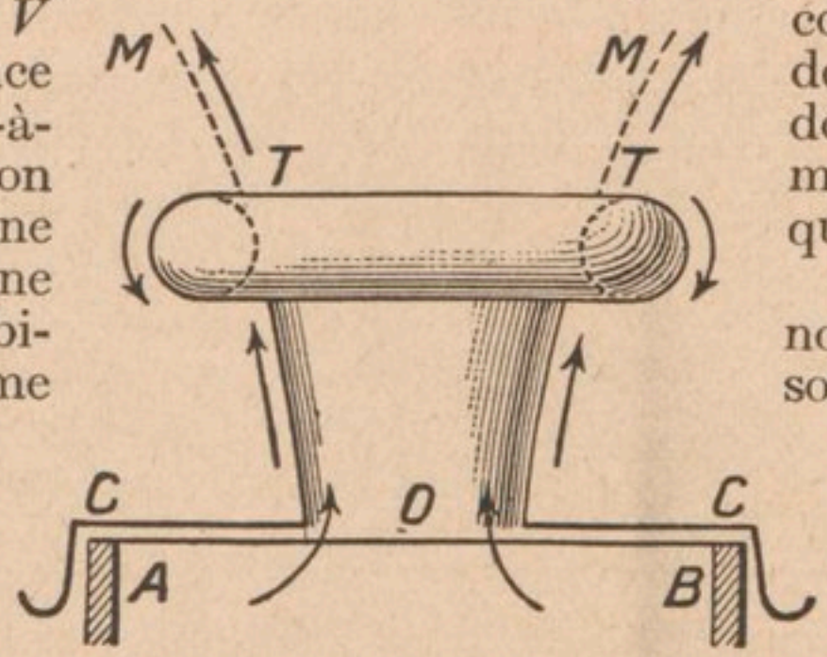
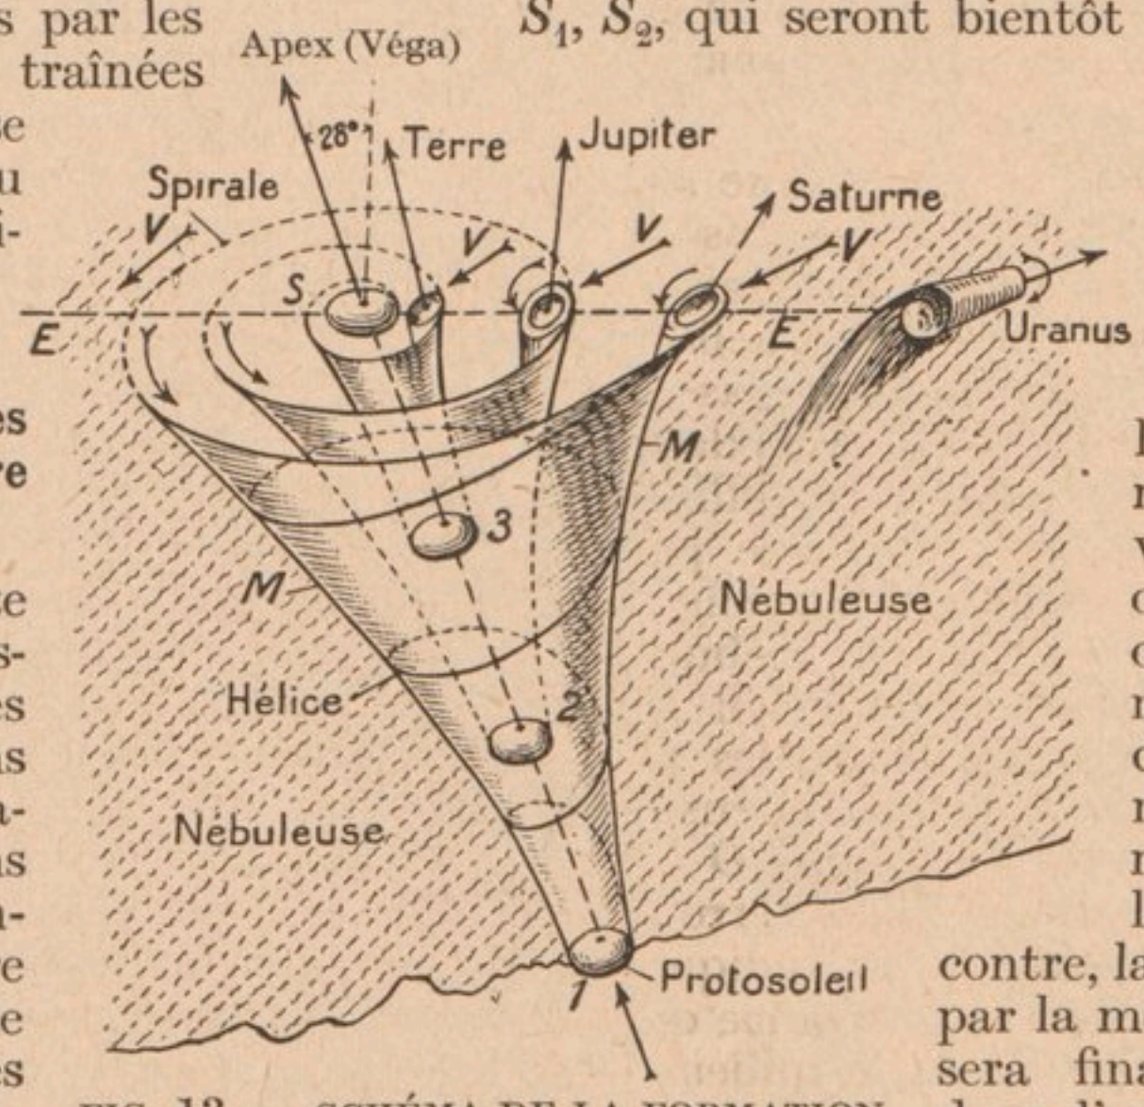
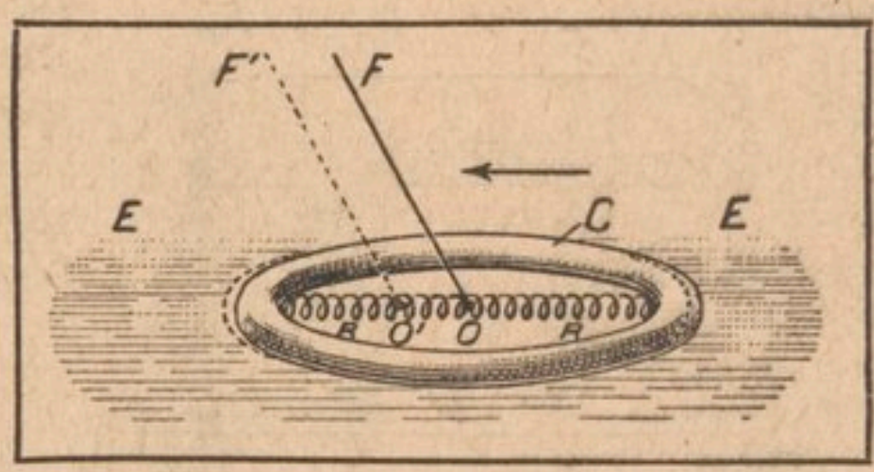

FIG. 12. — REPRODUCTION DU PHÉNOMÈNE DE TRANSLATION D'UNE SURFACE GAZEUSE DANS UN MILIEU RÉSISTANT AU MOYEN D'ANNEAUX DE FUMÉE
FIG. 13. — SCHÉMA DE LA FORMATION DU SYSTÈME PLANÉTAIRE PAR LE CHOC DU PROTOSOLEIL SUR LA NÉBULEUSE PRIMITIVE
FIG. 14. — EXPÉRIENCE DU CERCEAU FLOTTANT SUR L'EAU POUR EXPLIQUER LES EXCENTRICITÉS D'ORBITE
Tous les astres et systèmes sidéraux résultent du choc d'un sphéroïde gazeux S (fig. 13) *en rotation sur une nébuleuse amorphe* N, *douée de translation et où le noyau* S *pénètre.*
Comparons cette expérience avec la figure 13 représentant schématiquement la formation du système solaire primitif. La sphère gazeuse ou *protosoleil*, ayant un rayon égal à soixante-deux fois celui du Soleil actuel, heurte la nébuleuse *N*, le point de choc étant situé à 28° du pôle dans la directiou de l'Apex (1) vers l'étoile Véga.
Ici, une expérience simple peut encore nous aider. Dans une boîte *A B*, produisons de la fumée de tabac ; abaissons brusquement le couvercle *C C* percé d'un trou rond *O* (fig. 12) de dix centimètres de diamètre. Nous lancerons ainsi dans l'air de grands anneaux de fumée qui se dilateront au fur et à mesure de leur progression de *O* en *M*. On démontre que la courbe *M M* est une courbe logarithmique. Les courbes limitant les contours apparents des nappes planétaires (fig. 13) émises en 1, 2, 3, seront aussi logarithmiques, car il est aisé de comprendre que ces nappes sont des projectiles gazeux (comme nos anneaux de fumée) dans le milieu résistant de la nébuleuse.
On voit sur la figure 13 que les courbes *MM* coupent l'écliptique *E E* sous des angles variés s'écartant de plus en plus de la direction de l'Apex. Or, ces angles sont précisément ceux que forment les axes de nos planètes avec l'axe de l'écliptique ; il y a donc une loi des inclinaisons des axes planétaires que voici :
Les rotations directes. — Les explications embarrassées de Faye et H. Poincaré sur ce sujet n'ont jamais convaincu personne. Dans notre cosmogonie, la cause de la rotation directe des planètes voisines du Soleil est intuitive. En même temps, on comprend pourquoi, en général, il n'y a qu'une grosse planète par nappe ou anneau. La nébuleuse amorphe *N* a une composante de translation *V* d'arrière en avant (fig. 13), c'est-à-dire de sens opposé à la vitesse des nappes au moment où elles franchissent la ligne *S E*. La vitesse de celles-ci diminue par ce freinage ; elles ont donc tendance à tomber vers le Soleil, mais, rappelées en arrière de leur mouvement par l'attraction du reste de la nappe, elles s'enroulent dans le sens direct qui
Les excentricités d'orbite. — Mais pourquoi, dès l'origine comme actuellement, les planètes ne tournent-elles pas circulairement autour du Soleil, mais dans des orbites un peu excentrées (ellipses) ? Remplaçons la nappe circulaire par un cerceau *C* flottant sur l'eau (fig. 14), milieu résistant comme la nébuleuse ; remplaçons l'attraction du soleil *O* par des ressorts reliant au centre les points du cerceau. Puis, soumettons cet ensemble matériel à une traction oblique *O F*, par une corde attachée en *O*. Nous verrons *OF* se déplacer en *O' F'*, (ligne indiquée en pointillé) à cause de la résistance du cerceau au mouvement dans le milieu résistant : *O'* n'est plus au centre de cerceau. De même la translation *S Apex* est oblique au plan de tête des nappes planétaires (fig. 13). Il est évident qu'elles doivent être excentrées, leur centre de figure, à l'origine, étant à droite du centre solaire *S*, qui les entraîne dans l'espace.
Remarquons de suite que ces noyaux secondaires résultent d'un phénomène de *formation unilatérale* avec rotation, exactement comme celle des planètes du côté droit de la figure 13; d'autre part, la théorie que j'ai publiée en 1909 montre que les spires tournent dans le même sens que le noyau, et les mesures de Van Maanen ont confirmé nos prévisions seulement en 1916, alors que, jusque-là, tous les astronomes étaient convaincus que la rotation des spires se faisait en sens inverse ou n'existait pas. Aujourd'hui l'erreur est dissipée.